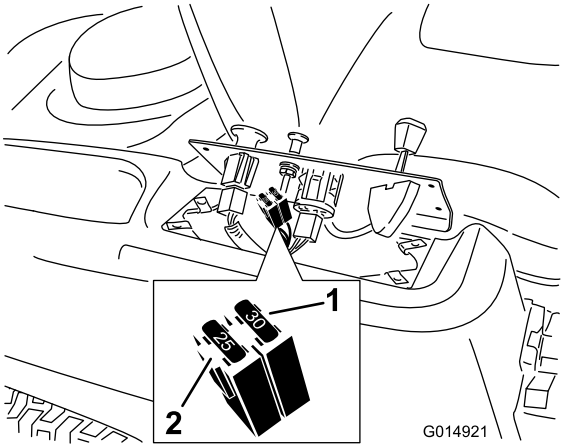

Figur 48
2. Lyft upp kontrollpanelen så att du kommer åt huvudledningen och säkringsblocket (Figur 48).
3. Byt ut en säkring genom att dra ut den (Figur 48).